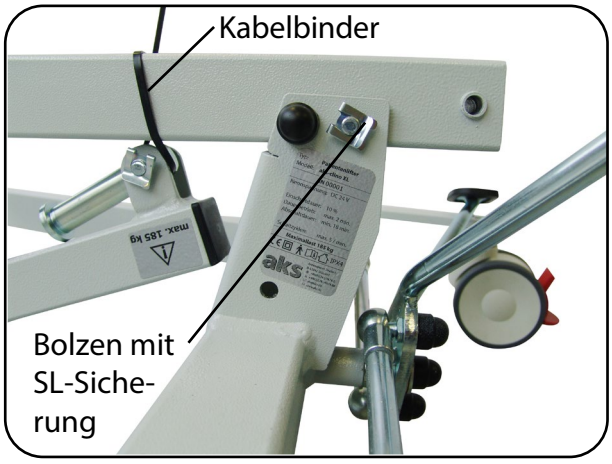

Abb. 13.2.06 - Standmastaufnahme
6. Arretieren Sie den Standmast mit dem Bolzen an der Standmastaufnahme (obere Bohrung). Sichern Sie den Bolzen mit der SL-Sicherung (Abb. 13.2.06, mit Hebearm standard).